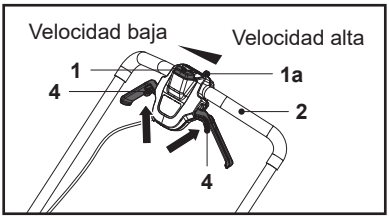

Fig. 17
2. Tire de las palancas de autopropulsión (4) hacia la empuñadura de agarre (2) y manténgalas en esa posición para acoplar las ruedas traseras (11) (Fig. 17).
4. Suelte las palancas de autopropulsión (4) para desacoplar las ruedas traseras (11).